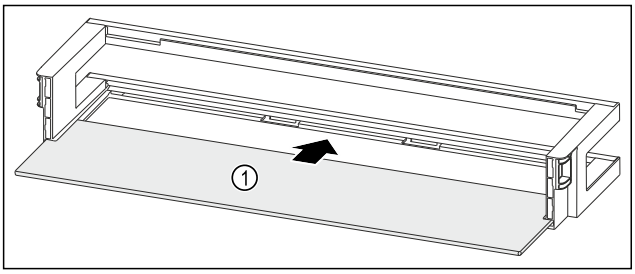

Fig. 173 Dveřní přihrádka s odkládací plochou
▶ Odkládací plochu *Fig. 173 (1)* zasuňte do bočních vybrání.